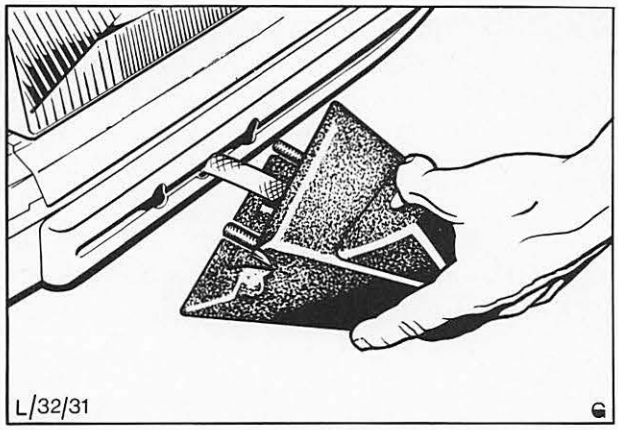

Abb. 34 Stoßstangenhorn abbauen
4. Zwei Schrauben an der Rückseite der Stoßstange entfernen und Stoßstangenhorn abbauen, Abb. 34.